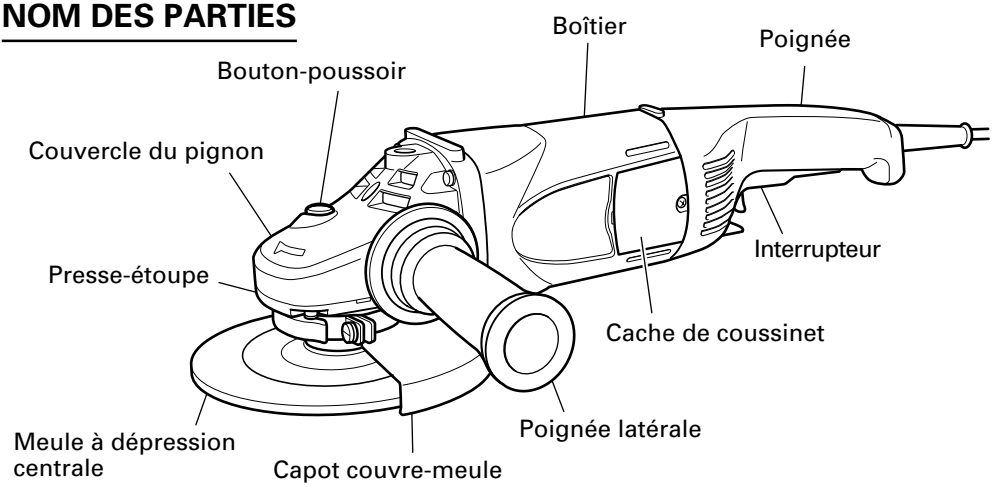

Fig.1
1. Tenir la meuleuse fermement par sa poignée et sa poignée latérale (Fig. 1).